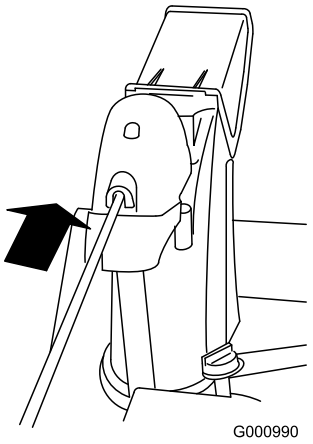

Figur 15
4. Sett inn den fremre enden av staget i åpningen bak på sjaktens girdeksel inntil det sklir inn i sjaktgiret (Figur 15).